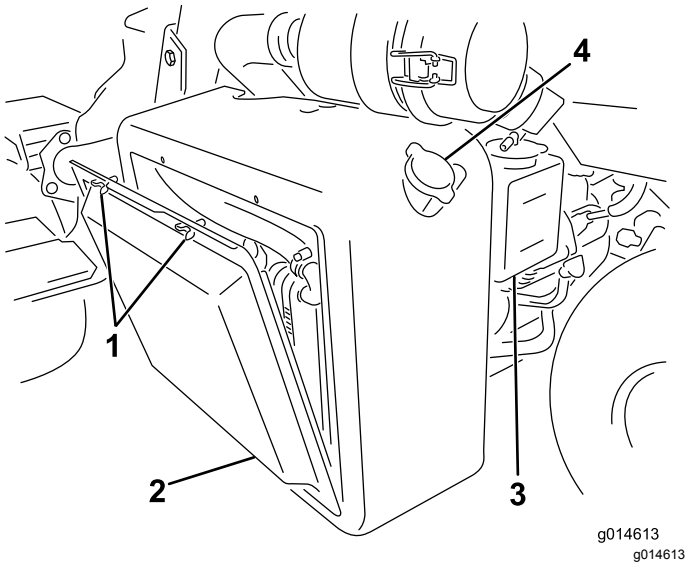

Figur 37
1. Afmonter kølergitteret (Figur 37).
2. Kontroller kølervæskestanden (Figur 37 og Figur 38).